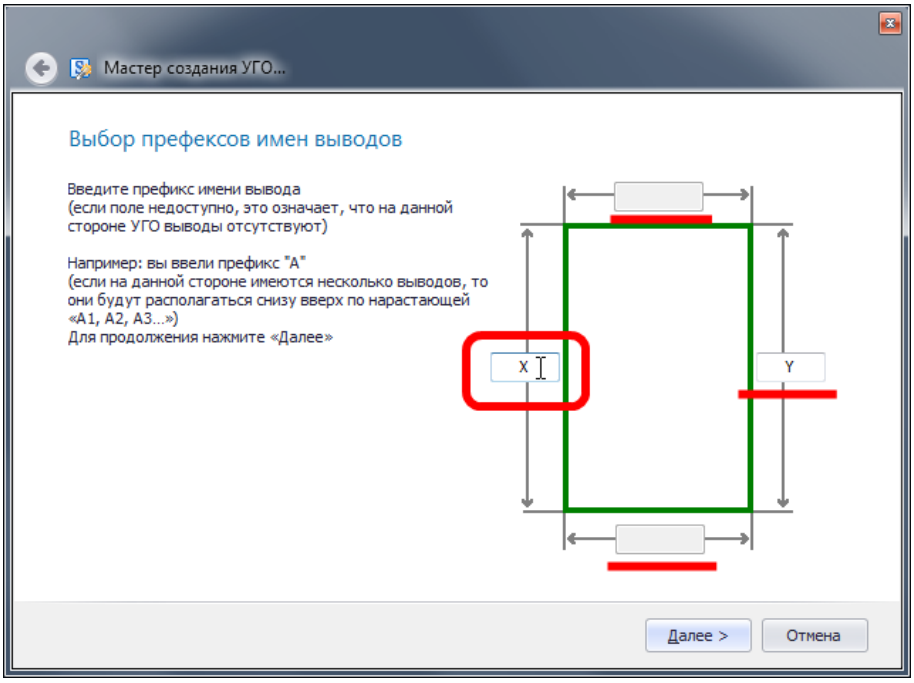

Рис. 252. Префиксы меток выводов
3. На втором шаге мастера указываются префиксы метки выводов, см. Рис. 252. Префиксы указываются в полях на сторонах прямоугольника, по которым располагаются выводы. Если префикс имени не введен, то метки будут не заданы.